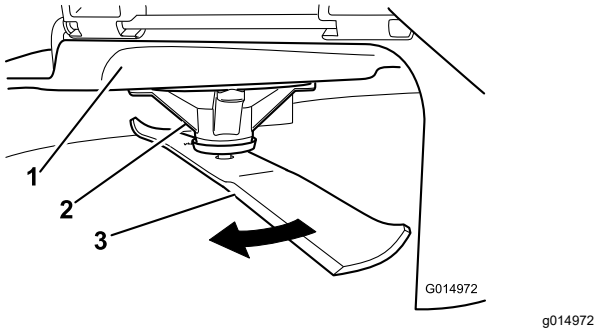

**Figur 74**
2. Ta på tykke arbeidshansker eller annet hensiktsmessig håndvern og sakte roter kniven som skal måles, til en stilling som gjør det mulig å måle avstanden mellom kniveggen og den plane overflaten maskinen står på (Figur 74).